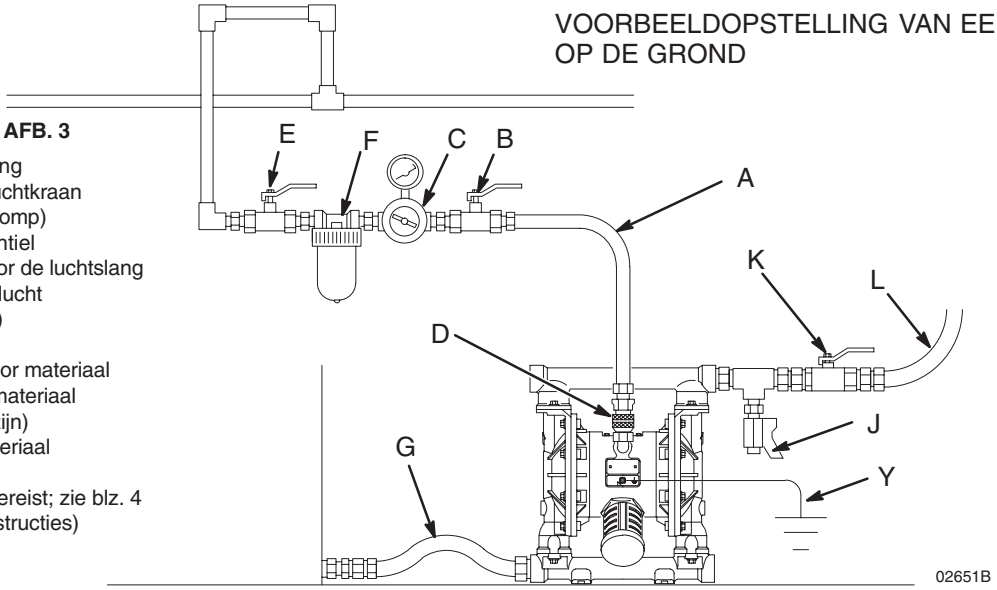

Afb. 3
Uw systeem moet voorzien zijn van een drukontlastende luchtkraan (B), om lucht te laten ontsnappen die is blijven zitten tussen de kraan en de pomp. Opgesloten lucht kan de pomp onverwachts laten lopen, wat ernstige verwondingen tot gevolg kan hebben, ook door het spatten van materiaal in de ogen of op de huid, verwondingen door bewegende delen, of verontreiniging met gevaarlijk materiaal. Zie Afb. 3.
Er moet een aftapkraan (J) in uw systeem zijn aangebracht om de druk te ontlasten als de slang dicht zit. De aftapkraan vermindert het risico van ernstige verwonding, zoals door materiaalspatten in de ogen of op de huid, of verontreiniging met gevaarlijk materiaal bij het ontlasten van de druk. Plaats de kraan dicht bij de materiaaluitlaat van de pomp. Zie Afb. 3.
VERKLARING VOOR AFB. 3